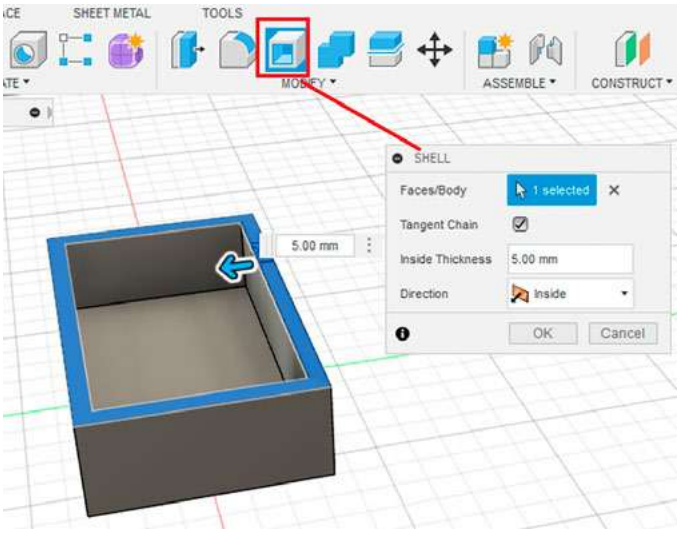

Рис. 13. Создание стенок корпуса с помощью SHELL
6. Создайте стенки корпуса. Выделите компонент «Корпус», кликните по верхней грани заготовки и выберите инструмент SHELL(оболочка). Установите толщину стенки 5 мм. Завершите редактирование (рис. 13).